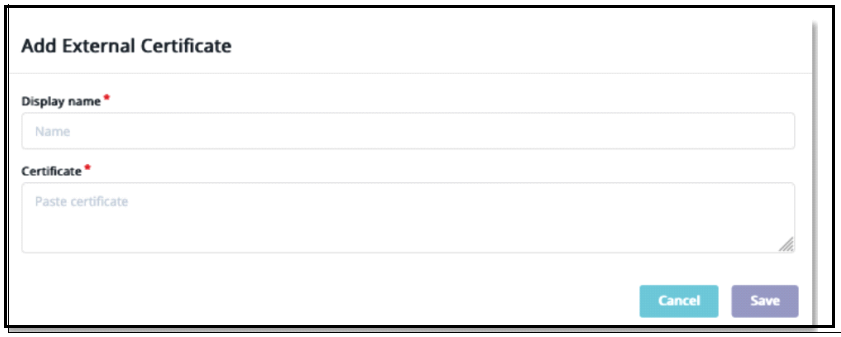

Figure J-22 Creating a KMIP interface for Thales
c. Paste the content of the CA file (shown in Figure J-22).